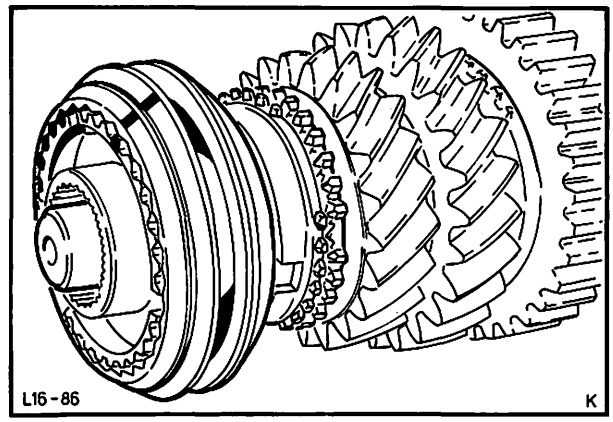

Abb. 104 Synchronkupplungsnabe mit breitem Nabensatz nach hinten zeigend
32. Synchronring auf den Konus des 3.-Gang-Zahnrades aufsetzen und mit der Synchronkupplungsnabe 3./4. Gang (mit dem breiten Nabenansatz nach hinten zeigend) aufschieben. Sprengring montieren, Abb. 104.